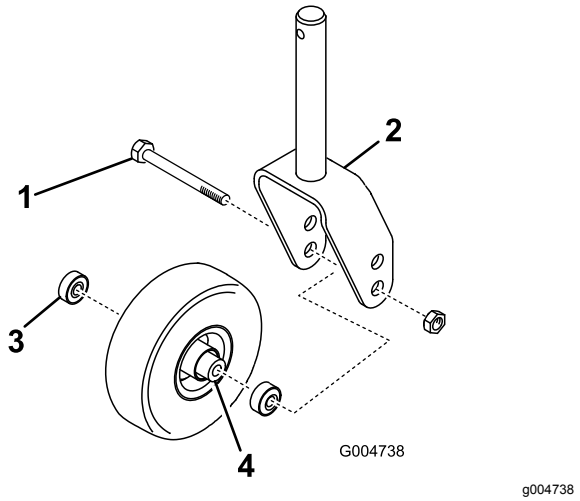
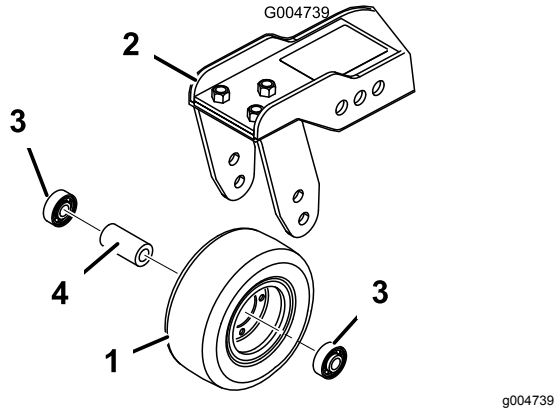

**Figur 87**
**Figur 88**
1. Fjern låsemutteren fra bolten som holder fast styrehjulet til styregaffelen (Figur 87) eller styresvingarmen (Figur 88).
2. Fjern lagrene fra hjulnavet og la lageravstandsstykket falle ut (Figur 87 og Figur 88).